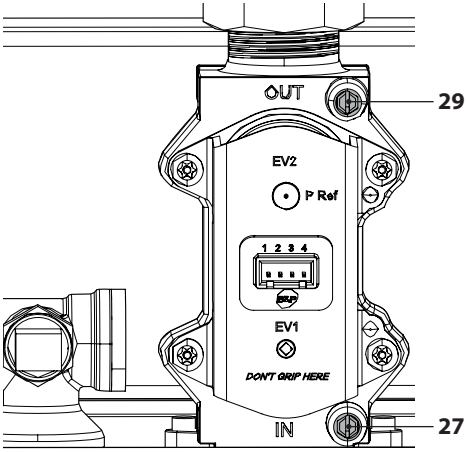

Figure 7.1
- With the boiler turned off (out of service), check the supply pressure using the tapping point 27 in Figure 7.1 and compare the value read with those shown in the Gas supply pressure table in section "Technical data M300V.2025 SM" on page 26 and "Technical data M300V.3035 SM" page 29.
- Fully close the tapping point 27 in Figure 7.1.